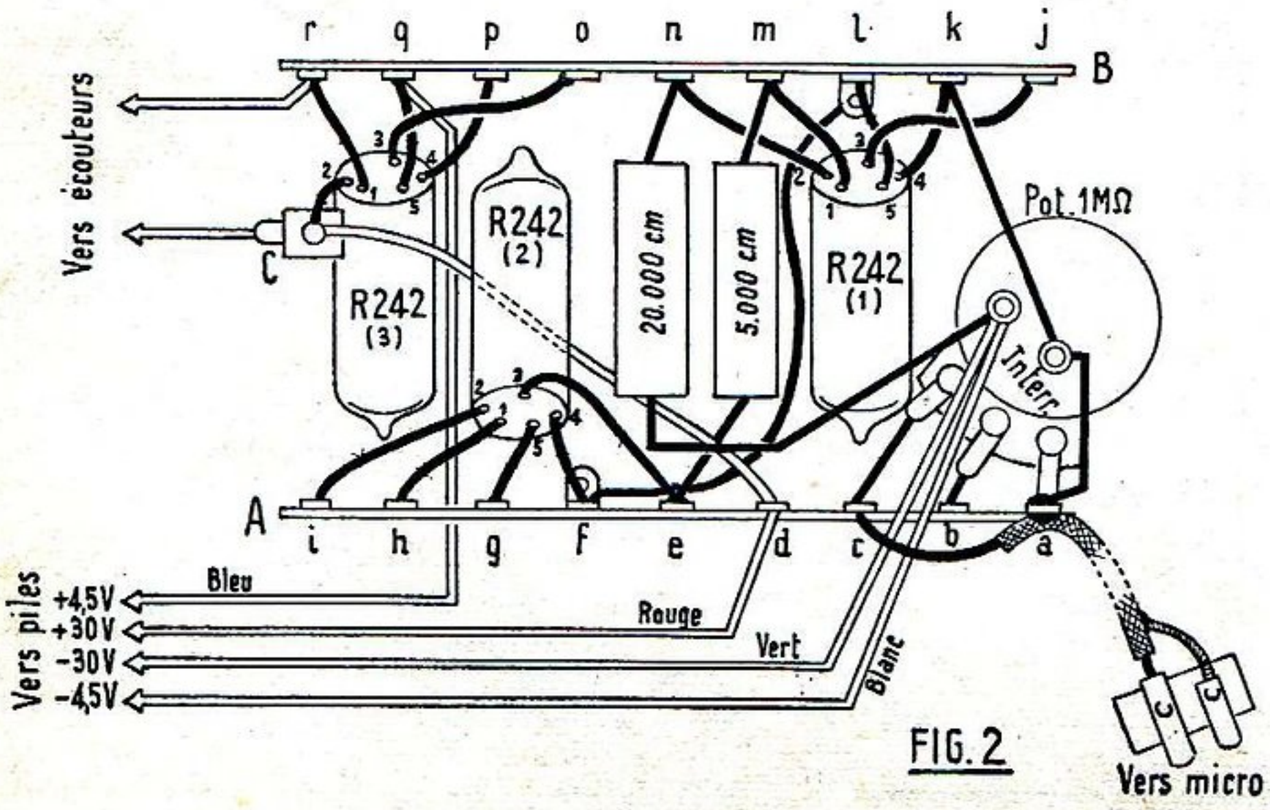
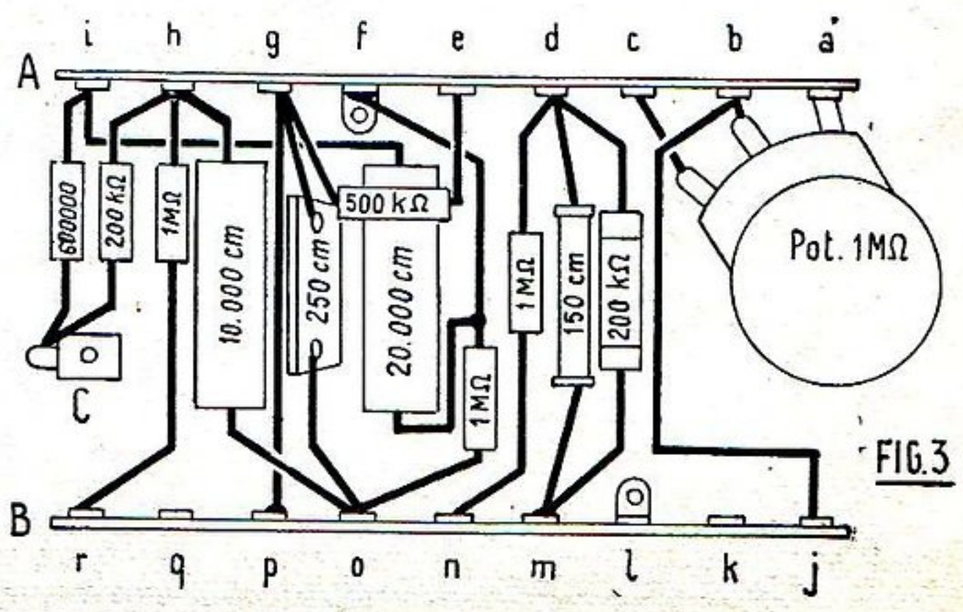

FIG. 2
FIG. 3
Étant donné les dimensions extrêmement réduites de cet amplificateur et l'inutilité de blindage, il n'est pas réalisé comme ses semblables de plus forte taille sur un châssis métallique. Toutes les pièces qui le constituent, y compris les lampes, sont montées entre deux barrettes-relais à 9 cosses que nous avons représentées en A et B sur les figures 2 et 3.
Pourquoi avons-nous donné deux plans de câblage qui sont précisément ces figures 2 et 3 ? Simplement parce que le câblage étant extrêmement tassé, une seule figure aurait été pratiquement illisible. En réalité, ces deux figures se complètent pour donner le câblage total de l'appareil. La figure 2 montre le câblage d'un côté des barrettes et la figure 3, le câblage de l'autre côté. Vous pouvez d'ailleurs vous en rendre compte facilement par la disposition des cosses sur les deux figures, ces cosses étant identifiées par des lettres.
Vous vous munissez donc de deux barrettes relais du type miniature. Vous les choisirez de telle sorte que l'une (B) ait sa cosse *l* formée par une patte qui, ordinairement, sert à la fixation du relais ; et que l'autre (A) ait sa cosse *f* formée également par une patte de fixation. Prenez d'abord le relais A. Vous commencez par y fixer le potentiomètre interrupteur de 1 MΩ. Pour cela, vous soudez une des cosses extrêmes de cet organe sur la cosse A du relais, la cosse du curseur sur la cosse B et l'autre cosse extrême sur la cosse C. On voit clairement sur la figure 2 la disposition du potentiomètre qui est vu côté interrupteur.
De manière à repérer facilement les fils de liaison de ces lampes, le constructeur les a fait sortir du pied, suivant une géométrie bien déterminée que nous avons représentée à la figure 4. Nous avons numéroté ces fils aussi bien sur la figure 4 que sur les figures 2 et 3. Vous voyez que le fil 1 correspond à la plaque, le fil 2 à la grille écran, le fil 3 à la grille de commande ; le fil 5 correspond au côté du filament qui doit être du côté positif de la batterie d'alimentation ; et le fil 4 à l'autre extrémité du filament et à la grille suppresseuse.
Sur le relais B, on soude les lampes R242 (1) et R242 (3). Vous pouvez facilement repérer sur la figure 2 l'emplacement de ces lampes. Cette position pourra d'ailleurs être légèrement modifiée lorsque les deux relais seront assemblés de manière à permettre le logement des autres pièces. Pour la lampe R242 (1), le fil 1 est soudé sur la cosse *m* du relais, le fil 2 sur la cosse *n* du relais, le fil 3 sur la cosse *j* du relais, le fil 4 sur la cosse *k* et le fil 5 sur la cosse *l*. Pour la lampe R242 (3) le fil 1 est soudé sur la cosse *r* du relais, le fil 3 sur la cosse *o*, le fil 4 sur la cosse *p* et le fil 5 sur la cosse *q*. Quant au fil 2 nous ne l'utiliserons pas momentanément. Ces lampes seront encore placées à 1 cm du relais et on veillera à ce que les fils ne se touchent pas.